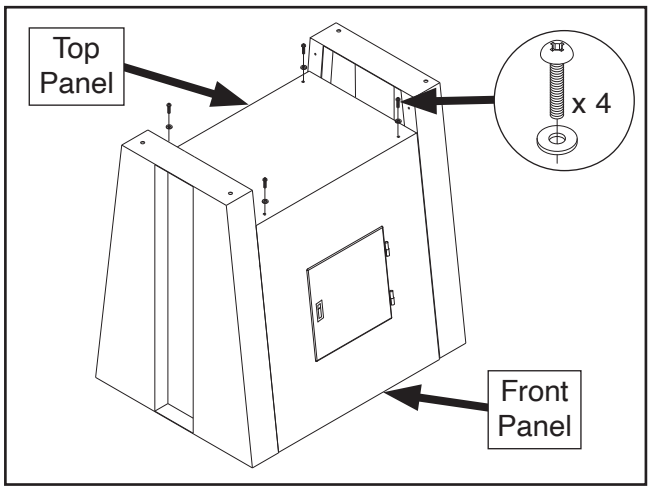

Figure 12. Top panel attached to front and rear panels.
8. Attach top panel to front and rear panels with (4) M5-.8 x 8 Phillips head screws and 5mm flat washers (see **Figure 12**).